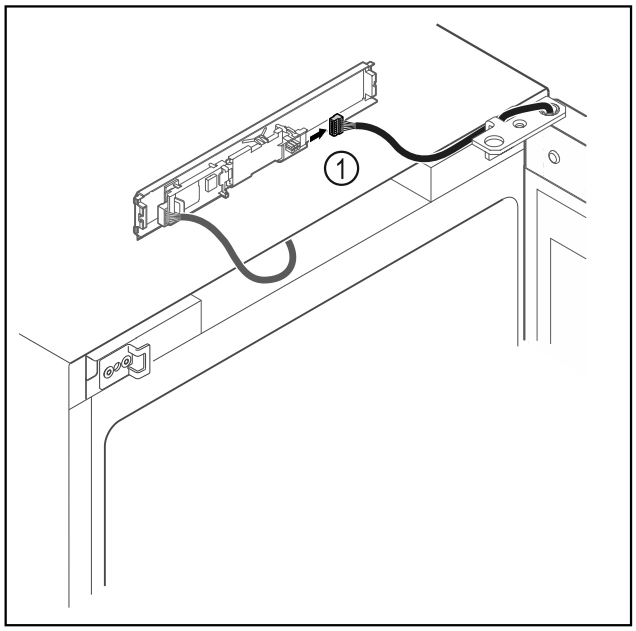

Fig. 12
▶ Débrancher le connecteur *Fig. 12 (1)* de la platine.